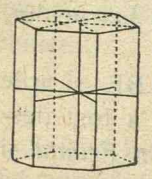

Fig. 99. Prisma hexagonală
1. **Prisma hexagonală,** fig. 99, este forma primitivă a acestui sistem. Ea are 2 fețe bazice, hexagoane regulate și